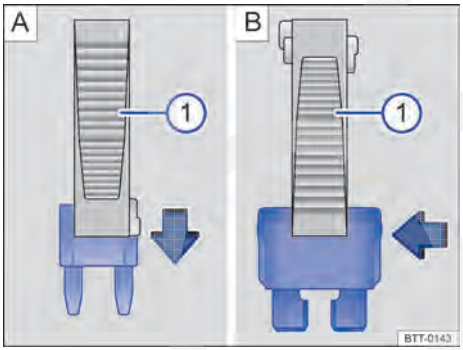

Fig. 165 Remover ou instalar um fusível com a garra da pinça de plástico ①.
– Se necessário, retirar a pinça de plástico → Fig. 165 ① da cobertura da caixa de fusíveis.
– Em caso de *fusíveis pequenos*, encaixar a garra ① por cima → Fig. 165 **A**.
– Em caso de *fusíveis maiores*, empurrar a garra ① lateralmente sobre o fusível → Fig. 165 **B**.